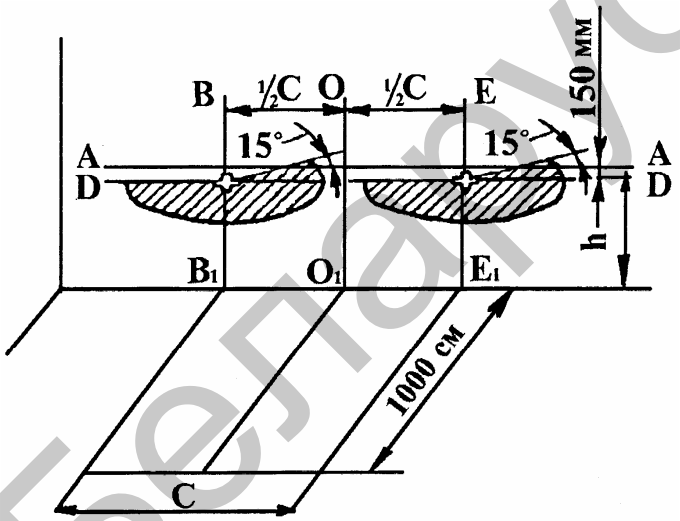

Рис. 16. Разметка экрана и регулировка передних фар
- произведите разметку экрана, как показано на рис. 16. При этом линию центров фар А-А нанесите на экране на расстоянии, равном высоте расположения центров фар над уровнем грунта, а линии B-B_1 и E-E_1 на расстоянии С (размер между центрами фар по горизонтали). Расстояние измерьте непосредственно на тракторе. Давление воздуха в шинах при этом должно соответствовать рекомендуемым нормам;